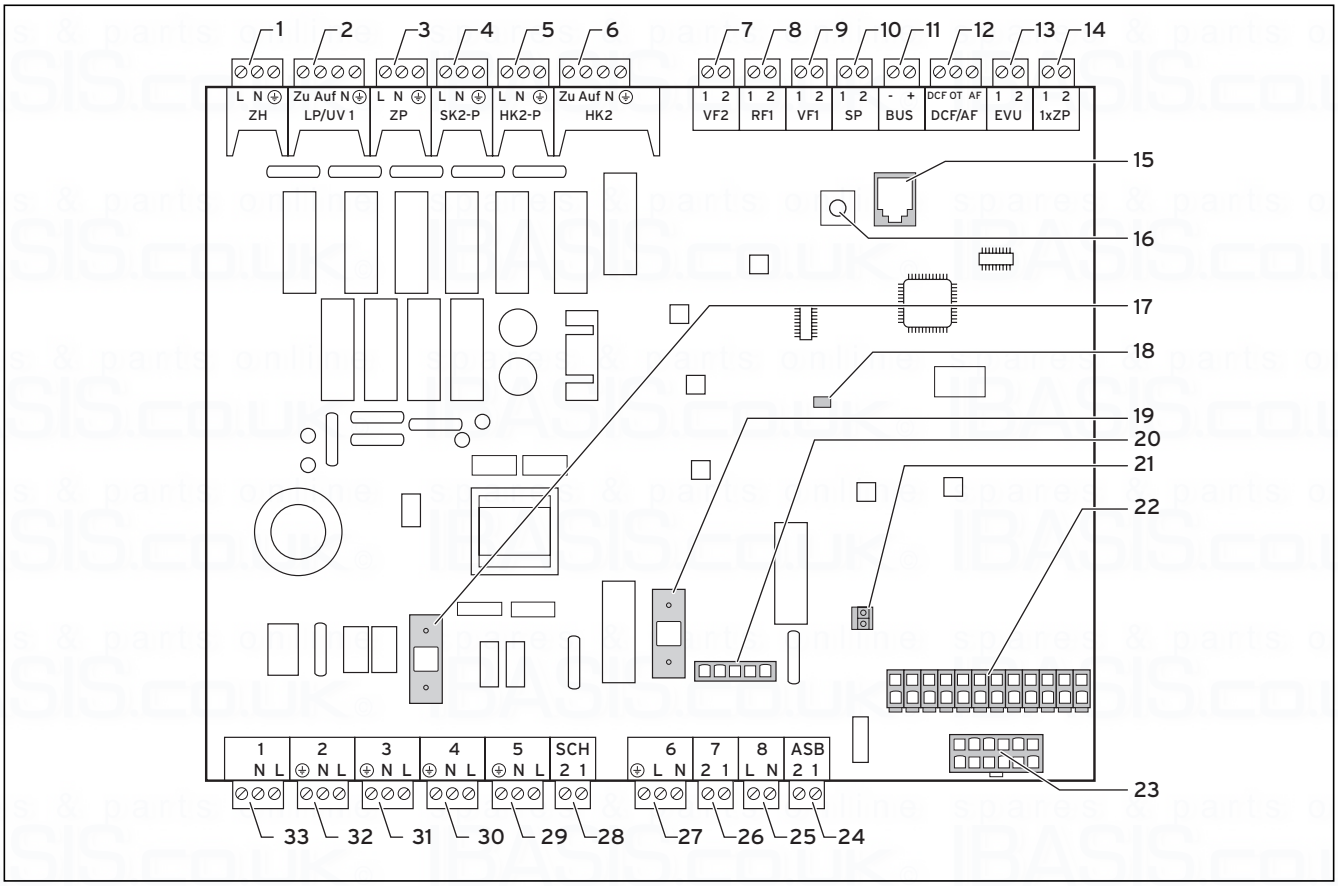

Fig. 6.6 Controller PCB
- Connect the ripple control signal relay to terminal 13, "EVU" (see Fig 6.6), if required by the power company. The heat pump is blocked with this signal when the contact is closed.
Key to Fig. 6.6